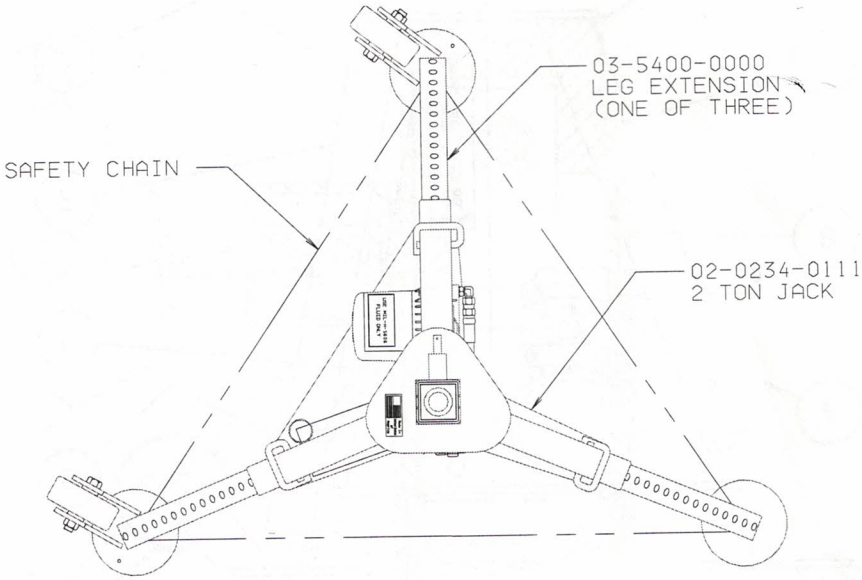

FIGURE 1 - 02-0234-0111 Jack with 03-0234-000 Leg Set
1. This leg set is to be used on the 02-0234-0111, Two Ton Hydraulic Jack only. *(Reference Figure 1).*
2. The leg set consists of three (3) legs that will replace the existing legs on the jack. Pay special attention to the location of the legs, especially the two with the wheels.